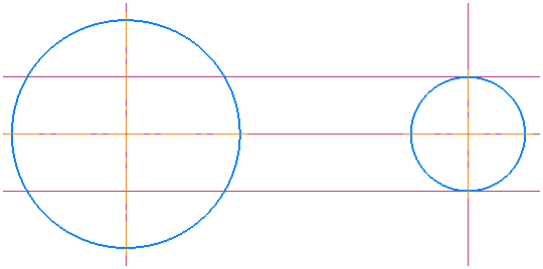

Рис. 5.13
11) Постройте окружность радиусом – 15 мм с центром в точке пересечения вспомогательных линий справа (рис. 5.13).